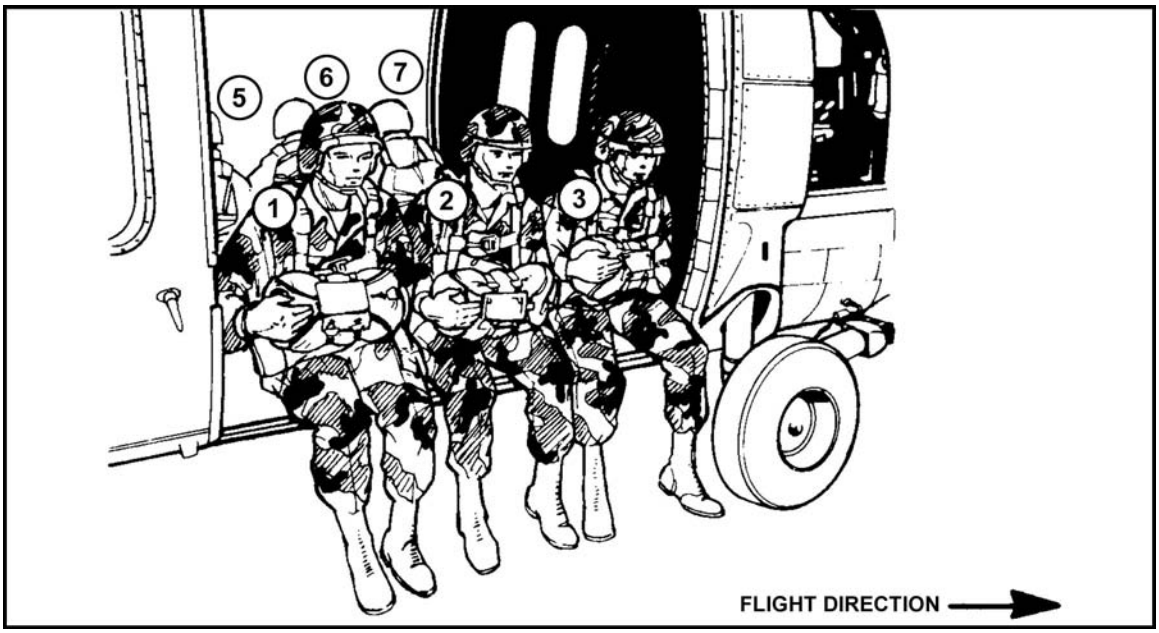

Figure 17-16. Numbers 1, 2, 3, 5, 6, and 7 exit positions.
e. **SIT IN THE DOOR**. This command is given by the JM at the 30-second warning. Numbers 1, 2, 3, 5, 6, and 7 assume door positions (Figure 17-16) with feet together outside the cargo compartment. Numbers 4 and 8 remain in place, ensuring that their feet are clear of their static lines. (This command is omitted if the parachutists are already sitting in the door.)